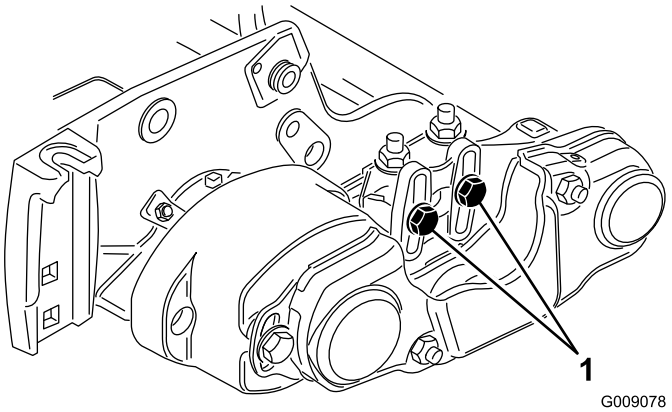
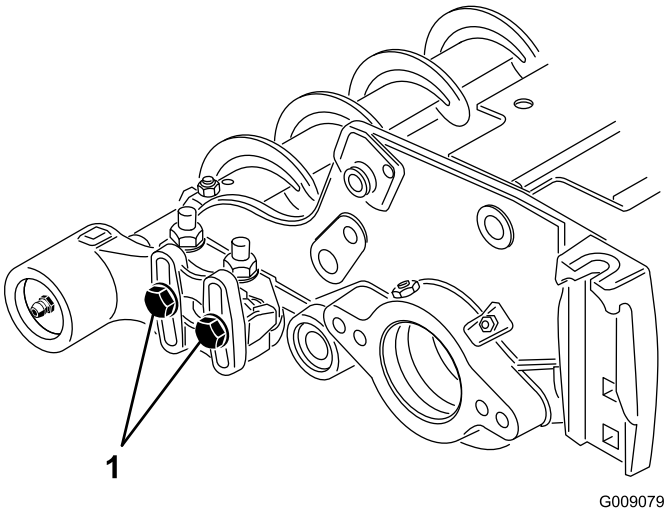

**Figura 12**
**Figura 13**
15. Allentate i 2 bulloni che fissano ciascun l'alloggiamento del cuscinetto della spazzola per rullo alla staffa di montaggio della spazzola per rullo (Figura 12 e Figura 13).